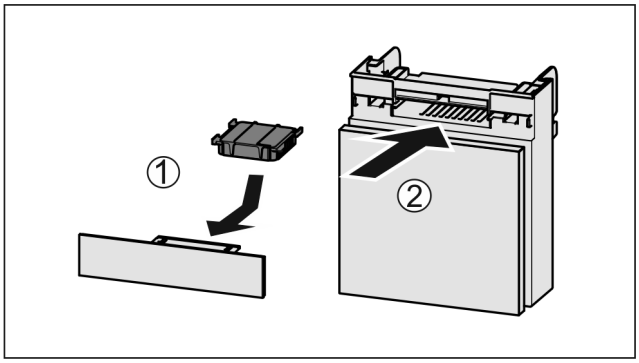

Fig. 89
▶ Установите фильтр с активированным углем, как показано на рисунке *Fig. 89 (1)*.
▶ Вставьте отделение *Fig. 89 (2)*.